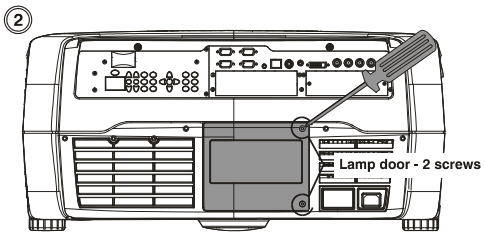

*Figure 4.2. Open Lamp Door*
Using a #2 Phillips screwdriver, remove the two (2) screws securing the lamp door, which is located at the rear of the projector below the input panel. See Figure 4.2.